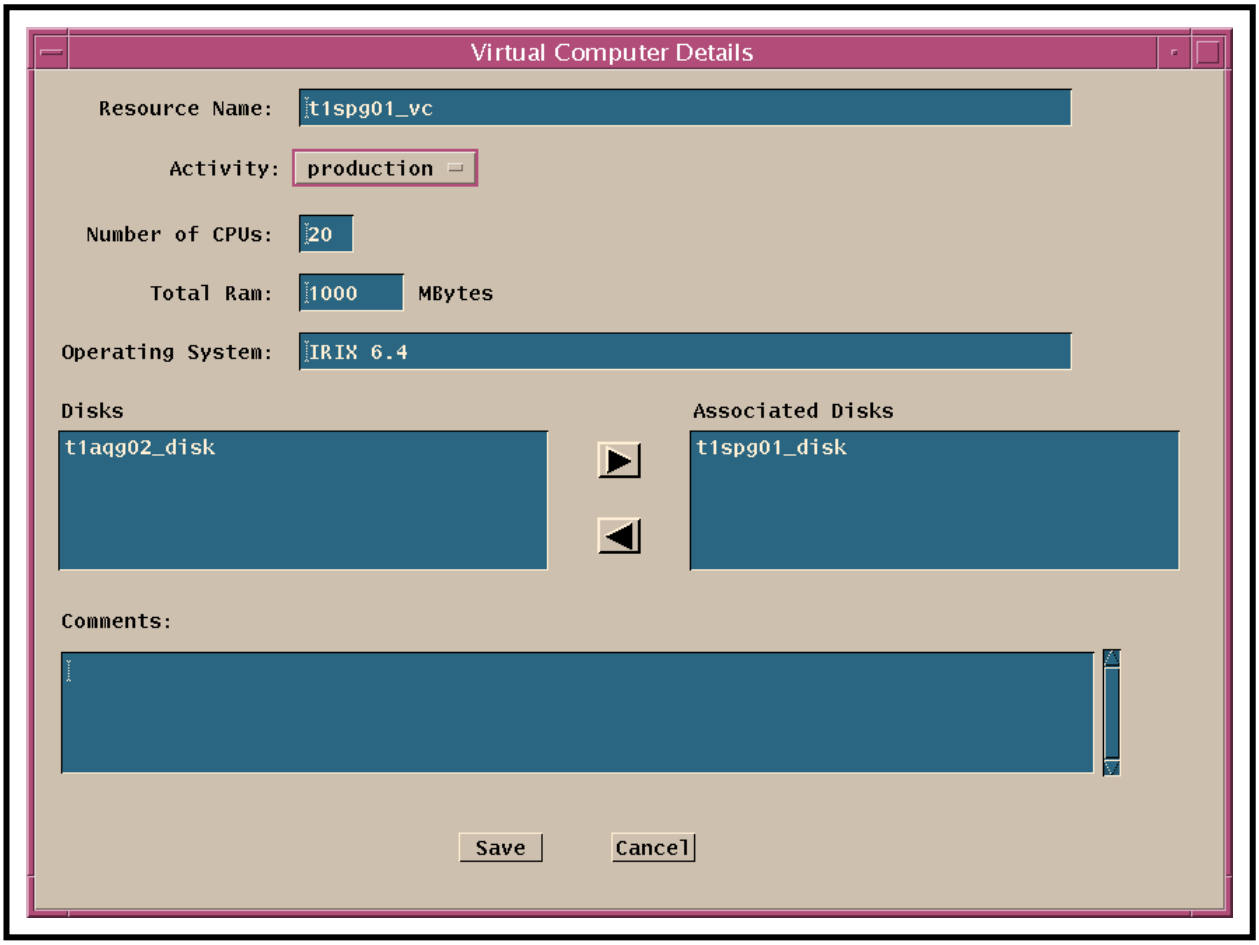

Figure 11. Virtual Computer Details GUI
- The **Virtual Computer Details** GUI displayed when the **New…** button on the **Resource Editor** GUI is clicked is similar to the **Virtual Computer Details** GUI (Figure 11) that is displayed when the **Modify…** button on the **Resource Editor** GUI is clicked.